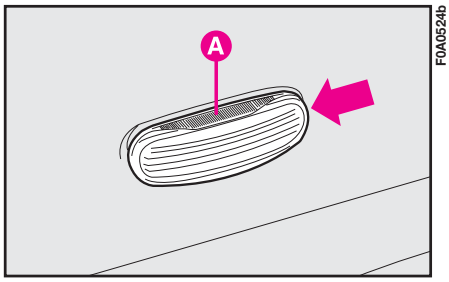

fig. 24
**1)** Press the lens **A-fig. 24** in the direction of the arrow so to compress the clip and remove the cluster.